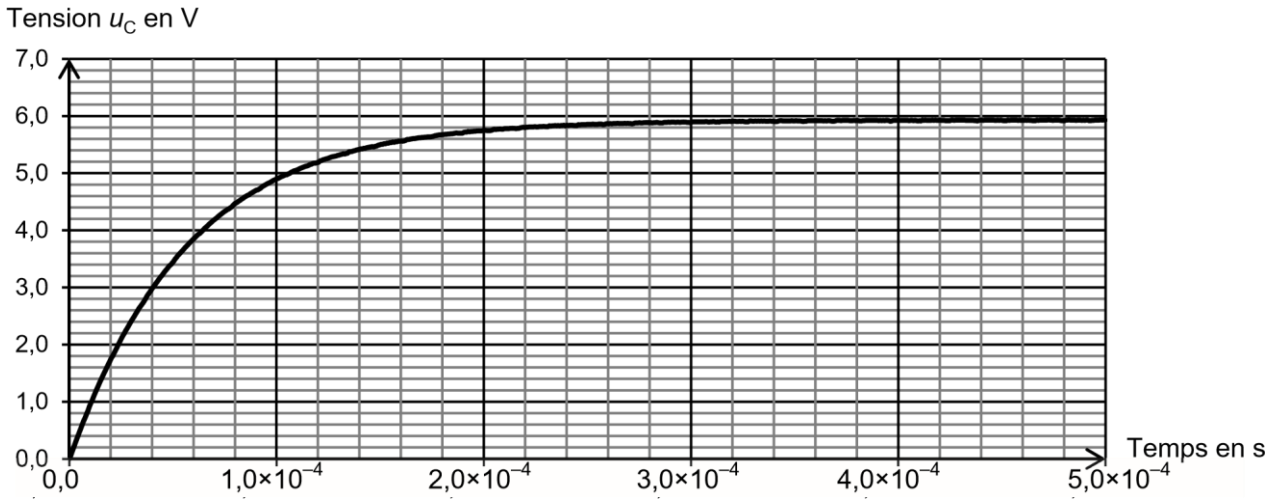

Figure 6. Courbe expérimentale représentant l'évolution de la tension u_C au cours du temps
2.3. Déterminer la valeur de la constante B et la valeur du temps caractéristique τ à l'aide de la figure 6 en expliquant la démarche suivie.